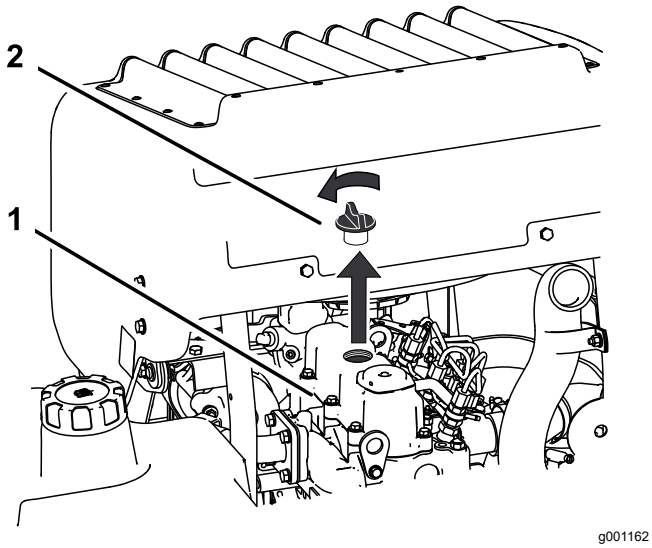

Rysunek 63
6. Odkręć korek wlewu oleju z górnej części silnika (Rysunek 63).
2. Wykręć korek wlewu oleju z prętowym wskaźnikiem poziomu oleju (Rysunek 63).